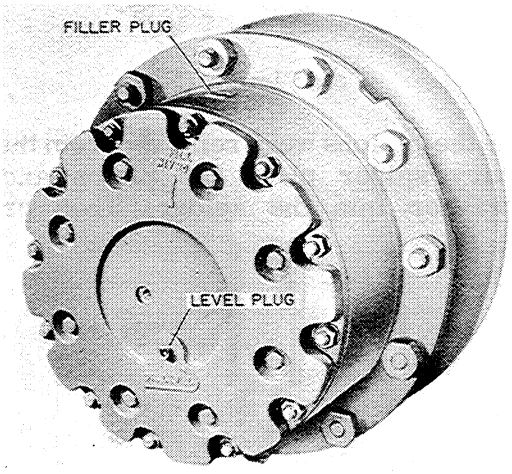

Figure U-63
To fill or check the oil in the planetary, rotate the wheel until the filler plug is on top and the level plug is at the bottom, Figure U-63.
1. To check the oil level, remove the level plug, Figure U-63. The oil must be even with the level plug. Re-install level plug.